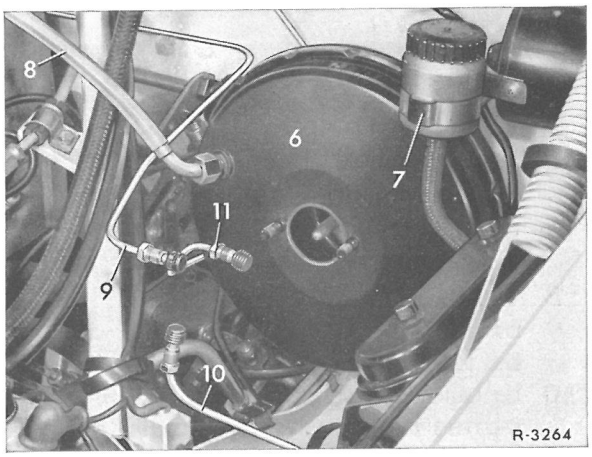

Fig. 42-8/7
4 Tandem-hovedcylinderen på bremseforstærkeren (6) løsnes og aftages (fig. 42-8/7). Herunder passes særligt på O-ringen (11), der befinder sig i noten på tandem-hovedcylinderens flange (fig. 42-8/8).